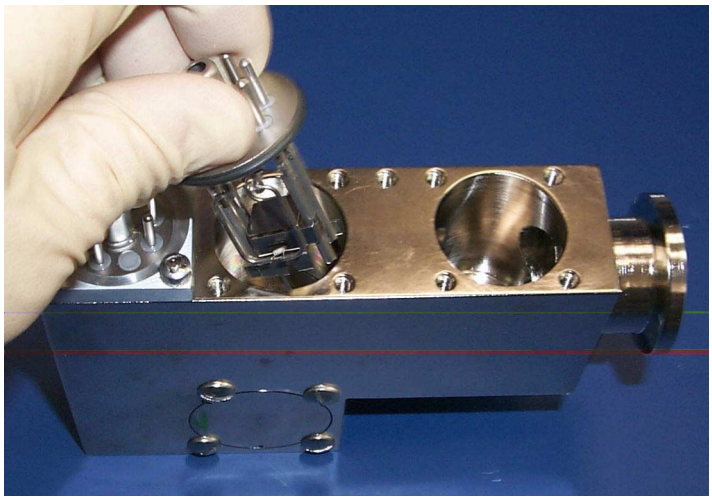

Figure 5-32 Removal of Ion Source from Spectrometer Tube
4. Remove the ion source from the spectrometer tube body (Figure 5-32).